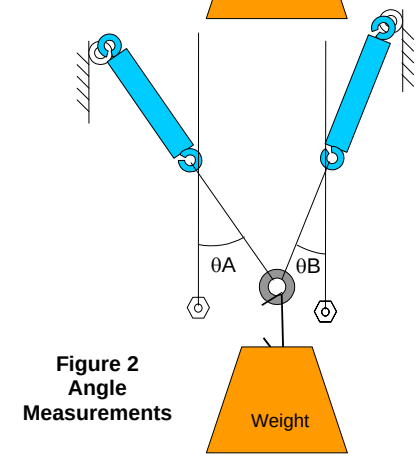

Figure 2 Angle Measurements
3. Suspend a nut or bolt from another string to establish a vertical line, and use a protractor to measure the angles θ_A and θ_B as shown in figure 2.